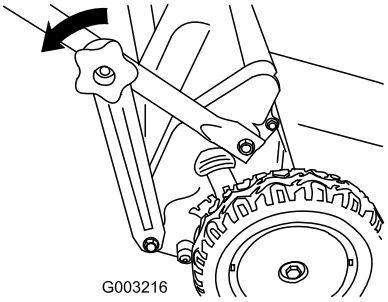

Figura 40
1. Retire los pomos del manillar inferior (Figura 40).
2. Desenganche los soportes del manillar inferior del extremo inferior de ambos lados del manillar (Figura 40).